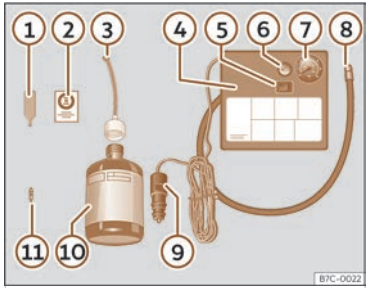

Fig. 261 Standard display: contents of the tyre mobility system.
The tyre mobility system is located underneath the floor covering in the luggage compartment. Includes the following components ››› **Fig. 261**:
- Unscrew the tyre valve cap and insert. Use the device ››› **Fig. 261** ① to remove the valve cap. Place it on a clean surface.
- Shake the tyre sealant bottle vigorously ››› **Fig. 261** ⑩.
- Screw the tyre inflation hose ››› **Fig. 261** ③ into the tyre sealant bottle. The bottle's seal will break automatically.
- Remove the filler cap ››› **Fig. 261** ③ and screw the open end of the tube into the tyre valve.
- Replace the valve insert with the device ››› **Fig. 261** ① onto the tyre valve.
- Screw the tyre inflation tube of the compressor ››› **Fig. 261** ⑧ onto the tyre valve.
- Check that the air evacuation screw is closed ››› **Fig. 261** ⑥.
- Attach the connector ››› **Fig. 261** ⑨ to the vehicle's 12 volt power outlet ››› **page 257**.
- Switch on the air compressor with the ON/OFF switch ››› **Fig. 261** ⑤.
- Attach the sticker ››› **Fig. 261** ② to the instrument cluster display, within the driver's field of vision.
Screw in the inflator tube >>> **Fig. 261** ⑧ again and check the pressure on the gauge ⑦.